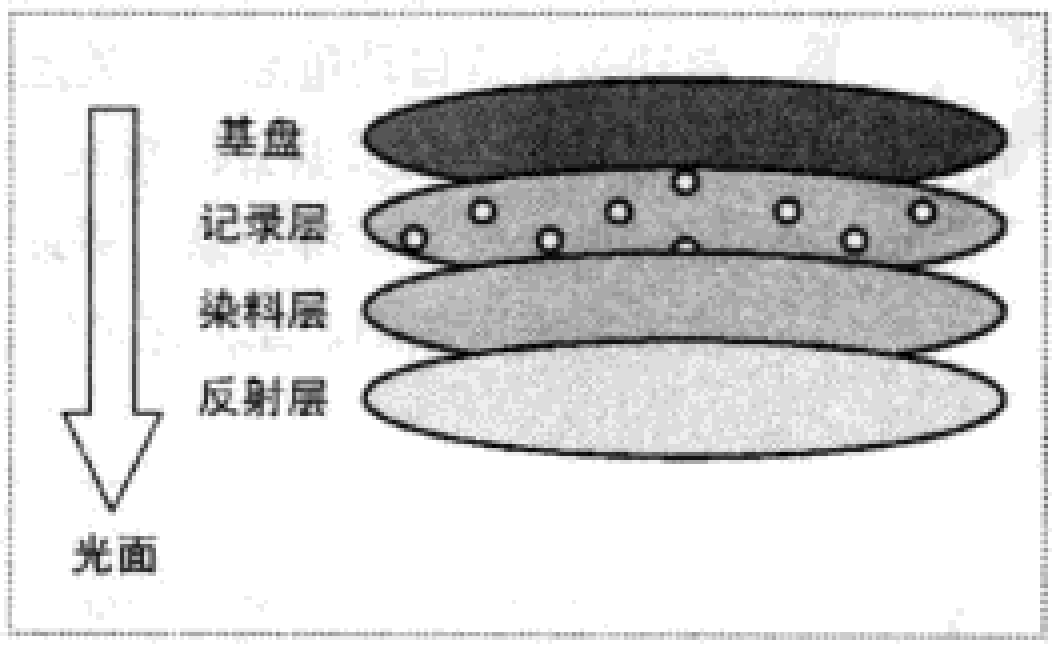

图1
1. 光盘原因：即使我们总是小心翼翼地使用光碟，也很容易划花它们。当划痕深到一定的程度，你的光碟也就差不多报废了，因为光驱很难读取它里面的内容。即使能读，激光头的损耗也非常大。此时如果我们用油性笔在划痕上涂一下，结果碟机就会读得很顺畅。是什么原因使光盘恢复如初呢？这还要从光盘的结构上说起，光盘是由两部分组成的，第一部分是被称为基盘的底板，它的主要成分是聚碳酸酯，而另一部分，就是光盘的实质内容了，这部分又被从里到外分成三层，记录层、染料层和反射层（见图 1），所有的数据都被保存在记录层上，它是由无数的凹点和平面组成的，光驱是通过激光经过每一个点来读取光盘信息的，激光是通过反射第一个记录层上的凹点与平面从而把它们恢复成文件或程序的，这一层被破坏了是不可修复的。但是相当一部分划痕只是伤到了染料层和反射层，这种划痕是可以修复的，那为什么没有伤到记录层还影响读碟呢？这是因为激光在正常反射记录层上的凹点和平面时先经过染料层和反射层。如果遇到划痕，就会受到影响从而改变反射方向，出现偏差，影响正常读碟，或显示无碟。而油性笔中的油墨属于胶性色素，这些胶性色素与空气接触后被凝固，其材质和密度接近染料层和反射层的材质和密度，这样被填充平整的光盘在读取时就变得顺畅了，从而解决卡碟和不读碟的情况。当然，如果不是单个的划痕，而是连成片的划痕，只要没伤到记录层，只要把这一片都用油性笔涂抹，就可以解决问题了。